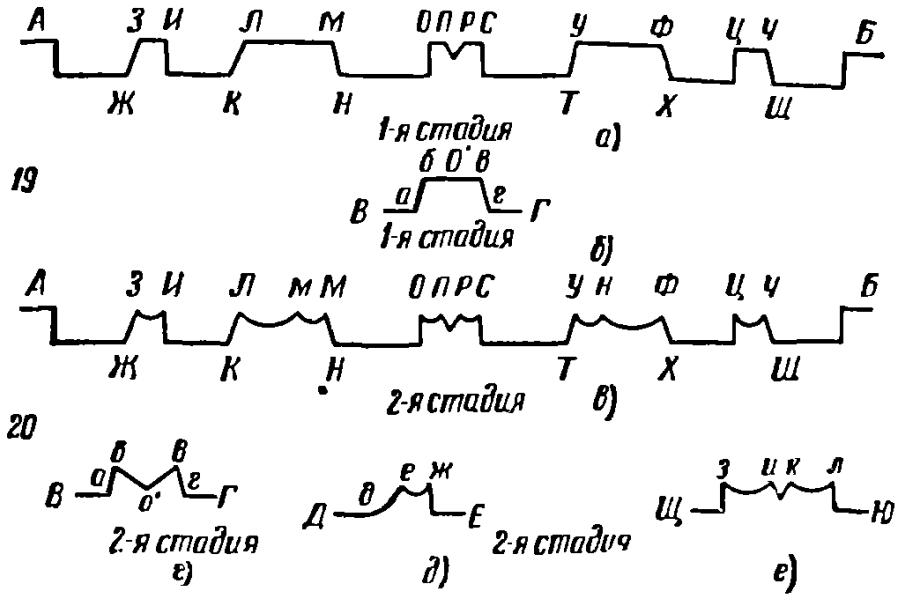

Рис. 60
На рис. 60 показаны основные стадии резьбы рис. 19 и 20 учебной доски.
2) стамесками *№ 4, 5, 7* вырезать заштрихованную на рисунках учебной доски поверхность на глубину надреза 5 *мм.* Вырезанная поверхность должна быть горизонтальной и гладкой (рис. 60,а);
После срезки внешнего края завиток приобретет вид, показанный на рис. 60,б.
Вторая стадия резьбы: 1) стамесками № *10* и *12* вырезать на рис. 19 и 20 по всей длине завитка желобок глубиной 3 *мм;* стамеской № *10* придать центральной части завитка вид, показанный на рис. 60, в между точками *Л, м, М* и *У, н, Ф;*
2) стамесками № *11* и *13* срезать части, отходящие от завитка по направлению стрелок на рис. 20 учебной доски, сводя их на нет с углубленной поверхностью (рис. 60, *д);*
ники *бо'р, ро'в, во'п, по'б* с углублением в направлении стрелок на рис. 20 учебной доски; вершина их *о'* окажется углубленной на 3 *мм* (рис. 60, *г);*
5) стамесками *№ 1 а 4* вырезать поверхность между сращением правого и левого завитков (рис. 20 учебной доски), придав ей форму, показанную на рис. 60,*е;*